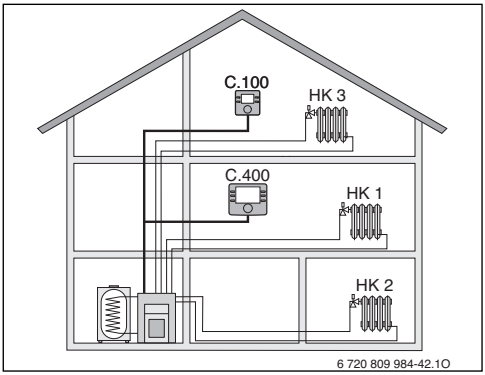

Bild 2 Beispiel für Heizungsanlage mit drei Heizkreisen und CR100 als Fernbedienung (Einfamilienhaus mit Einliegerwohnung oder Werkstatt)
Die CR100 dient als Fernbedienung in Anlagen mit einer übergeordneten Bedieneinheit C 400/C 800. Die Bedieneinheit C 400 mit maximal 4 Heizkreisen (C 800 mit maximal 8) wird dabei im Wohnraum montiert und regelt die direkt zugeordneten Heizkreise (z. B. HK 1 und 2, → Bild 2). Die Bedieneinheiten C 400 und C 800 können bei außentemperaturgeführter Regelung auch am Wärmeerzeuger montiert werden.
- Die CR100 regelt als Fernbedienung komplett den zugeordneten Heizkreis (z. B. HK 3, → Bild 2) hinsichtlich Raumtemperatur, Zeitprogramm, Urlaubsprogramm und Warmwasser-Einmalladung. Neben dem Automatikbetrieb steht auch der manuelle Betrieb zur Verfügung.